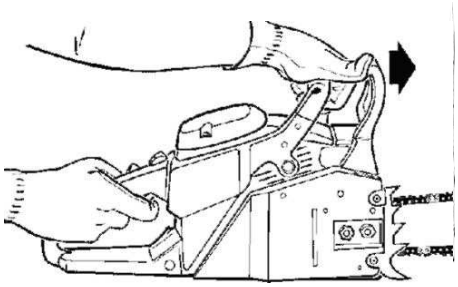

Рис.19
- Левой рукой удерживайте пилу за переднюю ручку, правой рукой – за заднюю ручку (рис. 19).
- Переведите рычаг тормоза цепи во включенное положение, не отпуская передней ручки (рис.19);